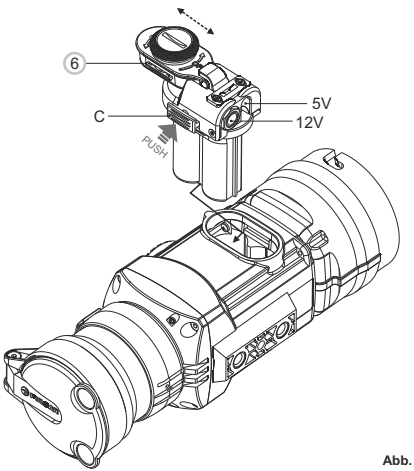

Abb. 3
- Stecken Sie den Adapter in den Batteriebehälter des Monokulars **(s. Abb. 3)** ein. Vergewissern Sie sich, dass die Klinken **(C)** des
- Befestigen Sie den Deckel (6) auf dem Adapter **(s. Abb. 3)**.
- Schalten Sie das Gerät ein, indem Sie die Taste **“ON/OFF” (9)** kurz drücken.